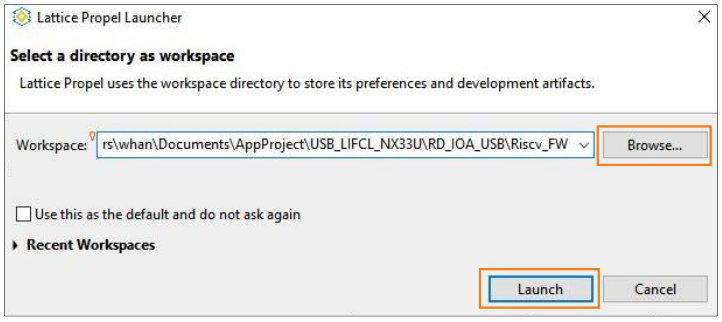

Figure 5.1. Launch Lattice Propel Software Tool
2. Click the **Browse** button to set workspace folder to *.\Riscv_FW*, then click the **Launch** button, as shown in Figure 5.1.